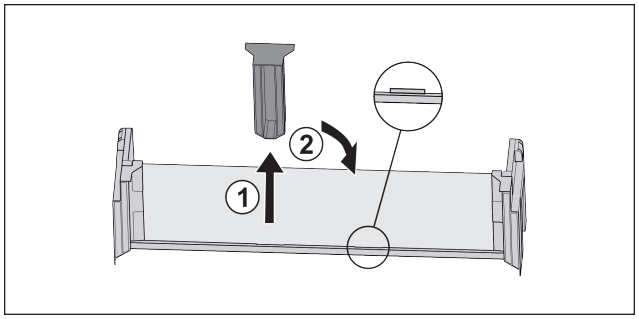

*Fig. 17*
▶ Pull off the middle holder *Fig. 17 (1)*.
▶ Insert the middle holder in the second position *Fig. 17 (2)*.